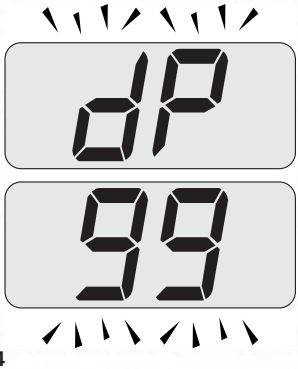

Fig. 9.14
- Press further key 11to vary again the output in chimney sweep mode: when the LCD display displays the letters **DP** that alternate with the heating water temperature value (e.g.**99**), the "chimney sweep function" is at maximum output (Fig. 9.14);